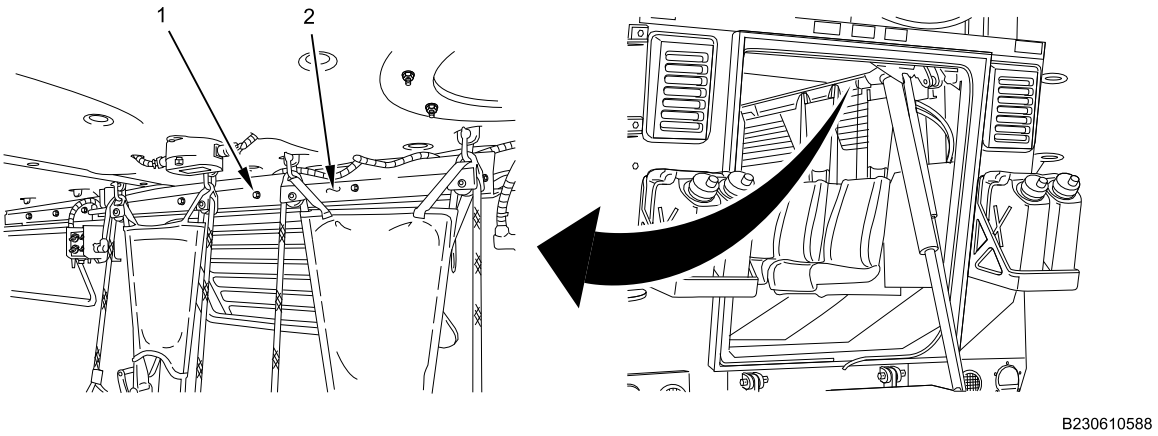

Figure 10. Right Front Cabin Molding.
4. Install front cabin molding (Figure 10, Item 2) with three bolts (Figure 10, Item 1) and washers. Tighten bolts securely.